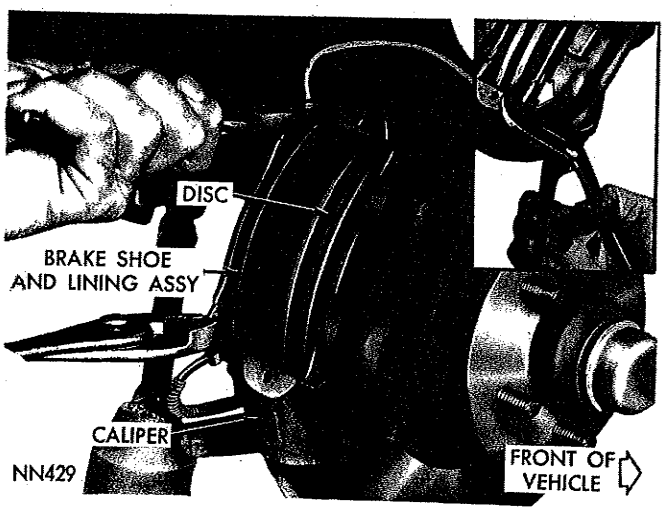

*Fig. 8—Removing the Brake Shoe and Lining*
(1) Raise vehicle on a hoist or jackstands.
(2) Remove wheel covers, and wheel and tire assembly.
(3) Remove bolts retaining caliper splash shield, then remove shield and anti-rattle spring assembly.
(4) Using two pair of pliers, grasp tabs on outer ends of shoes, remove shoe and lining by pulling outward (Fig. 8). Due to a ridge of rust that may build up on the rotor surface outside of lining contact area, it may be necessary to force piston back slightly into bores. Pistons can be forced back into bores by forcing shoe back with a water pump pliers placed on corner of the shoe and caliper housing (Fig. 8).